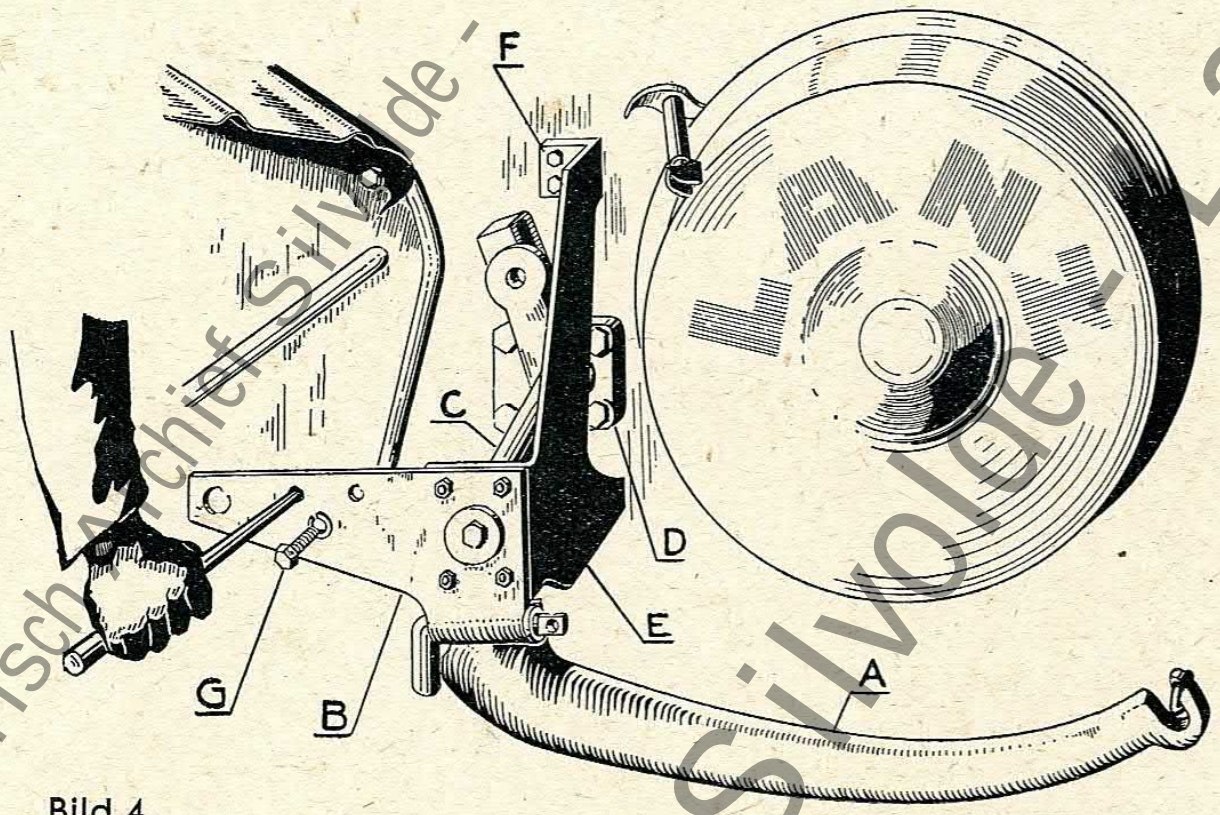

Bild 4.
7. Tragblech mit Hebelwelle so montieren, daß der geschwungene Hebearm (A) (Bild 4) nach vorn zeigt und das Stützblech (B) nach hinten. Hebelwelle (C) in vorgesehenes Lager (D) am Getriebegehäuse einstecken. Bei der Ausführung mit Nadellager im Getriebedeckel sind in die Bohrung 41 ⌀ vorher 39 Nadeln 3 ⌀ × 19,8 mit steifem Fett einzulegen. Dann Tragblech (E) mit 3 Sechskantschrauben M 16×35 (F) mit Scheiben und Sicherungsblechen am Getriebegehäuse anschrauben und Stützblech mit 2 Schrauben M 12× 18 (G) mit Mutter und Federring an Seitenblech befestigen. Auch hier